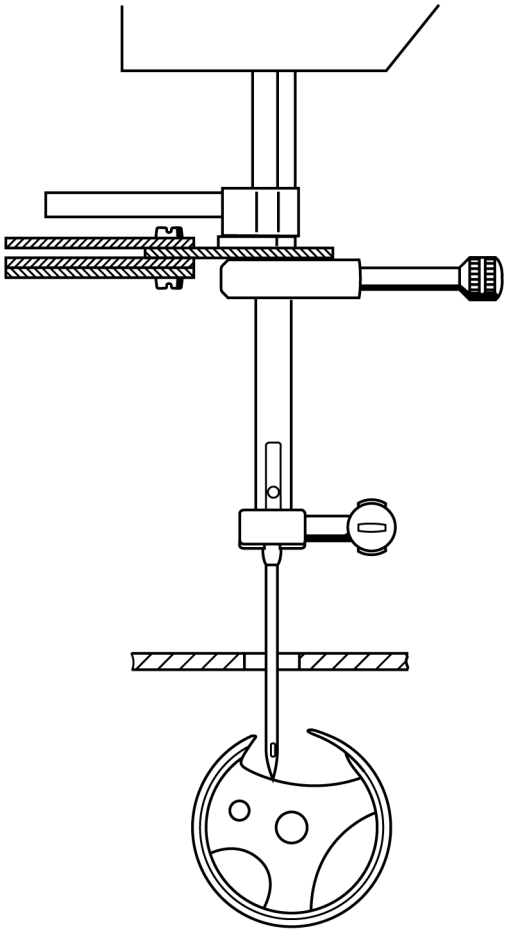

Рис. 35
- Вращением махового колеса переведите стержень игловодителя в крайнее нижнее положение (рис. 35).